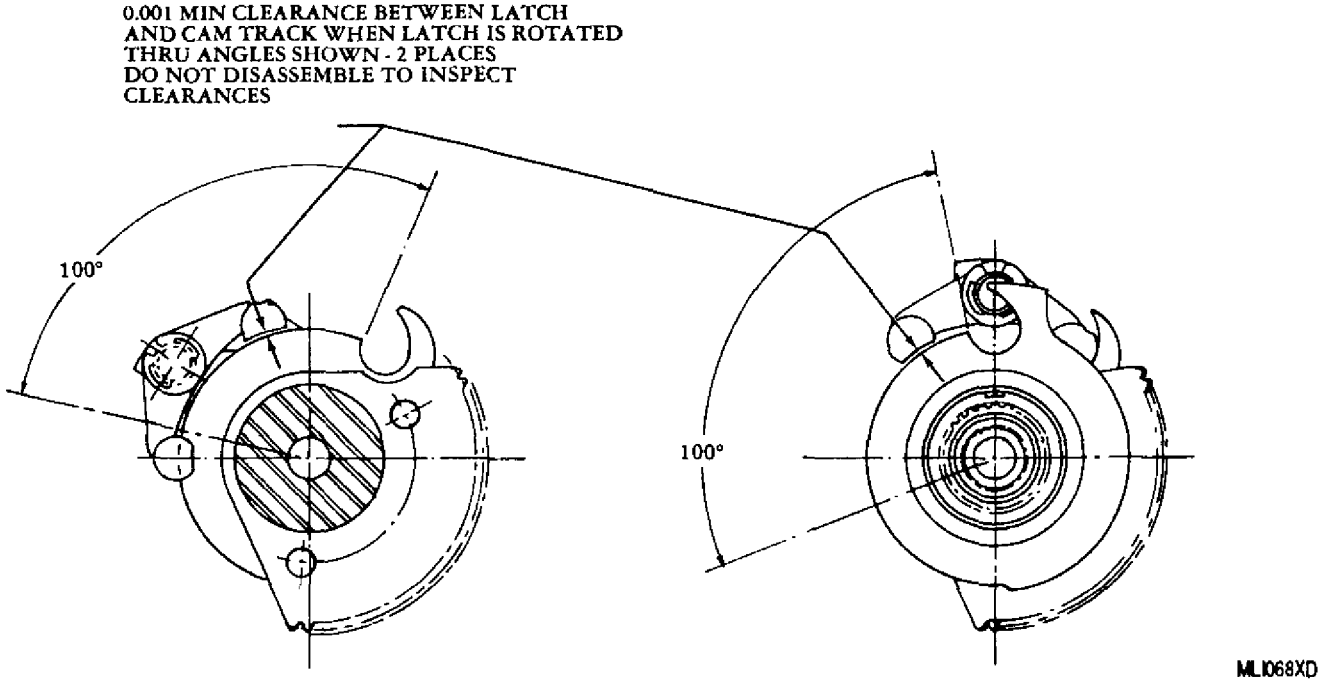

Figure 6. Latch and Cam Track Clearance
10. Latch and Cam Track Clearance Check. (figure 6)
b. Install propeller coordinator latch (39) and external retaining ring (38) on propeller coordinator shaft assembly (37).
c. Install thrust washer (42) and propeller coordinator shaft assembly (37) on main shaft and gear assembly (43). Check minimum clearance between latch and cam track per figure 6.